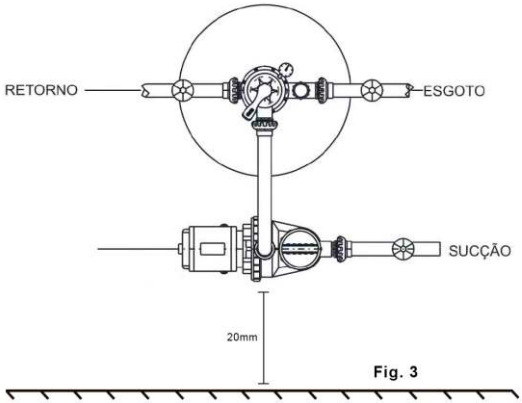

Fig. 3
6.4 A motobomba deve ser instalada antes do filtro e de forma nivelada (Fig. 3).
(Fig. 3).